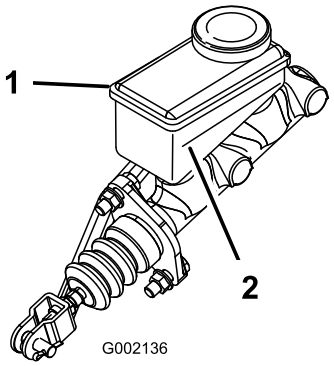

Figuur 53
3. Kijk naar de omtreklijn van het vloeistofpeil aan de zijkant van het reservoir (Figuur 53).
B. Giet DOT 3 remvloeistof in het reservoir tot het vloeistofpeil boven de Minimum-streep staat (Figuur 53).